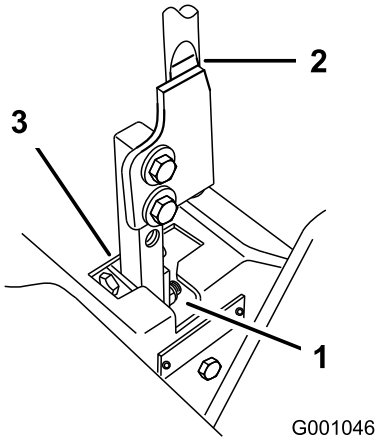

**Figur 76**
5. Flytta spaken till neutralläget, men lås inte fast den (Figur 76).
6. Dra spaken bakåt tills sprintbulten (på armen nedanför den vridbara axeln) kommer i kontakt med spårets ände (så att den precis börjar tryckbelasta fjädern) (Figur 76).
7. Kontrollera var rörelsereglaget står i relation till spåret i konsolen (Figur 76). Det ska vara centrerat så att reglaget kan vridas utåt mot det neutrala låsläget.